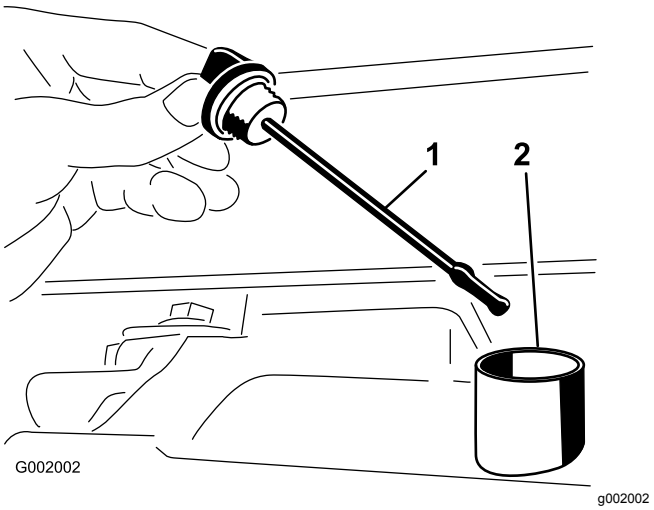

Figur 49
2. Ta ut transakselpeilestaven og tørk den med en ren fille (Figur 49).